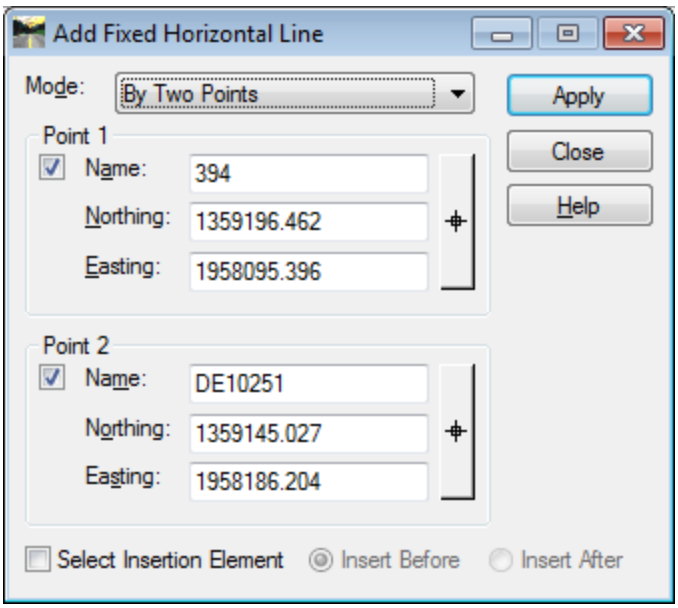
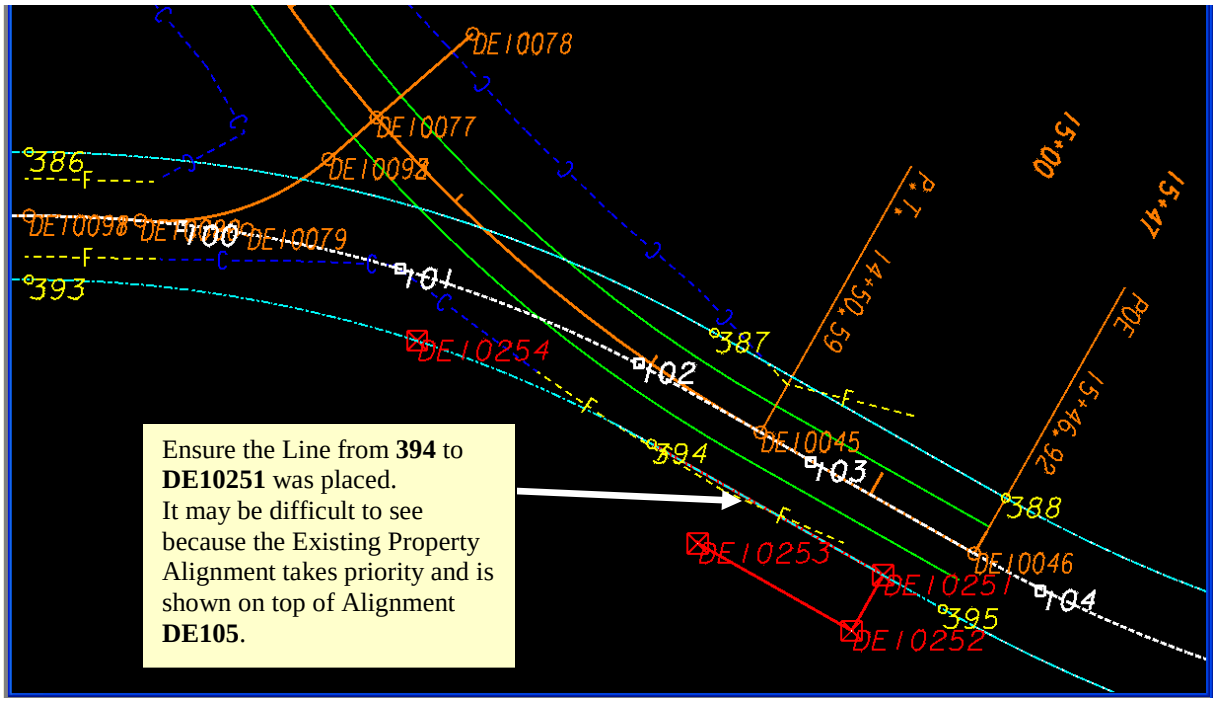

Figure L12-80 Add Fixed Horizontal Line
Figure L12-81 MicroStation View
70.	**Create a Line from 394 to DE10251.** • In the **Add Fixed Horizontal Line** dialog, use the **Locate** button for **Point 1** to select **394**. • In the **Add Fixed Horizontal Line** dialog, use the **Locate** button for **Point 2** to select **DE10251**. • Verify your entries in the **Add Fixed Horizontal Line** dialog match those shown in *Figure L12-80*. • Click **Apply**. • Left click in the MicroStation window to **Accept** the operation. • Verify your view in MicroStation matches that shown in *Figure L12-81* and the Line from **394** to **DE10251** was drawn in MicroStation. • **Close** the **Add Fixed Horizontal Line** dialog.